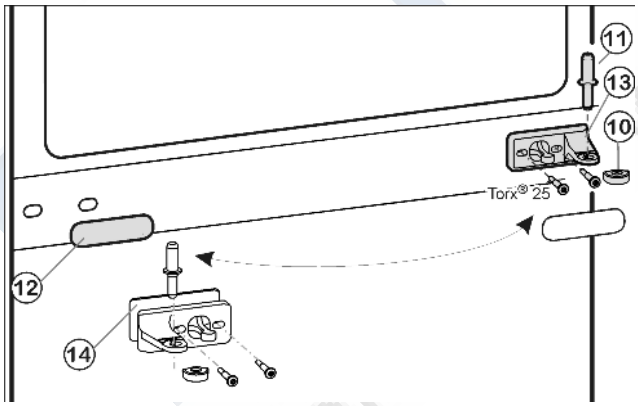
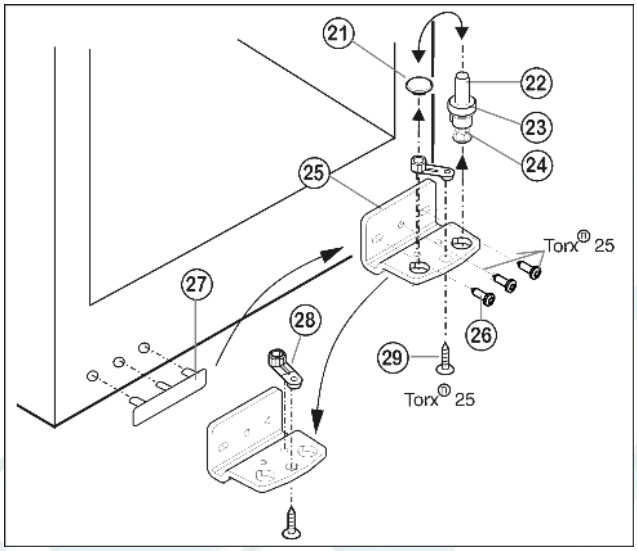

Fig. 5
Fig. 6
- ▶ Вытащите из опорного кронштейна и нижней дверцы средний опорный винт *Fig. 5 (11)*.
- ▶ Снимите пластмассовый колпачок *Fig. 5 (10)*.
- ▶ Открутите средний опорный кронштейн *Fig. 5 (13)* (2 шт. Torx® 25).
- ▶ Осторожно снимите накладку *Fig. 5 (12)*.
- ▶ Прикрутите средний опорный кронштейн *Fig. 5 (13)* с подкладкой *Fig. 5 (14)* с поворотом на 180° на новую сторону шарнира **(с моментом 4 Нм)**.
- ▶ Защелкните накладку *Fig. 5 (12)*, повернув на 180 °, на стороне, где теперь будет ручка.
- ▶ Извлеките опорный винт *Fig. 6 (22)* в комплекте с шайбой *Fig. 6 (23)* и регулируемой опорой *Fig. 6 (24)*, вытягивая его вверх.
- ▶ Снимите пробку *Fig. 6 (21)*.
- ▶ Открутите *Fig. 6 (26)*опорный кронштейн *Fig. 6 (25)*.
- ▶ Открутите *Fig. 6 (29)*опорную деталь *Fig. 6 (28)* и, переставив в отверстие на противоположной стороне опорного кронштейна, снова прикрутите.
- ▶ Осторожно снимите и переставьте на противоположную сторону крышку со стороны ручки *Fig. 6 (27)*.
- ▶ Снова прикрутите опорный кронштейн *Fig. 6 (25)* на новой стороне шарнира **(с моментом 4 Нм)**. При необходимости используйте аккумуляторный шуруповерт.
- ▶ Переставьте пробку *Fig. 6 (21)* в свободное отверстие.
- ▶ Вновь установите опорный винт *Fig. 6 (22)* в комплекте с шайбой и регулируемой опорой. При этом фиксатор должен быть направлен назад.
- Установите нижнюю дверцу сверху на нижний опорный винт *Fig. 6 (22)*.
- Снова наденьте пластмассовый колпачок *Fig. 5 (10)* на средний опорный кронштейн *Fig. 5 (13)*.
- Вставьте средний опорный винт *Fig. 5 (11)* на новой стороне шарнира через средний опорный кронштейн *Fig. 5 (13)* в нижнюю дверцу.
- Установите верхнюю дверцу на средний опорный винт *Fig. 5 (11)*.
- При необходимости выровняйте дверцы через два продольных паза в нижнем опорном кронштейне *Fig. 6 (25)* и среднем опорном кронштейне *Fig. 5 (13)* параллельно корпусу устройства. Для этого выкрутите средний винт на нижнем опорном кронштейне *Fig. 6 (25)*.